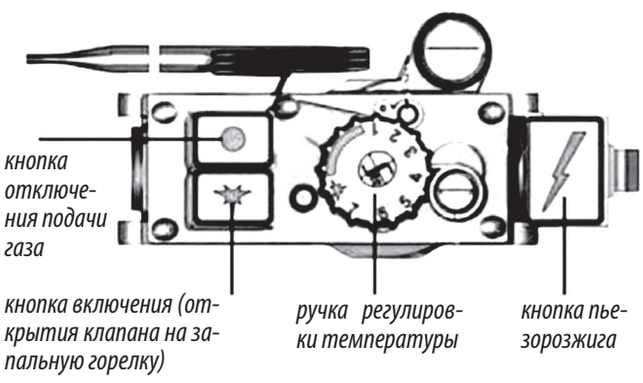

Рис.5. Элементы управления на газовом блоке 710 MINISIT.
- установить ручку задания температуры по часовой стрелке в положение «Отключено» (см. рис.5);